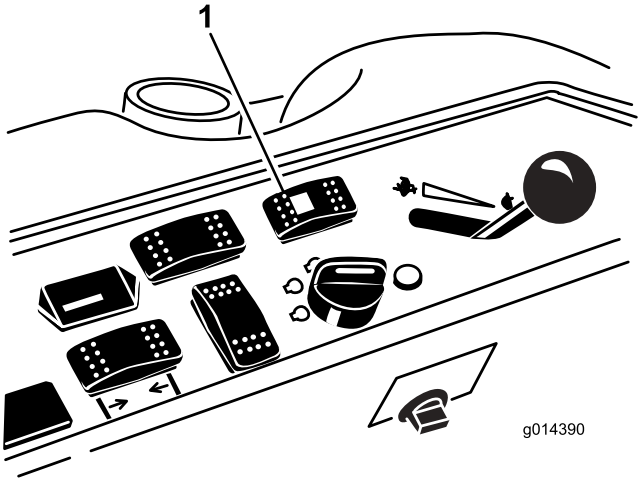

Figura 52
1. Presione el interruptor de selección de la dirección hacia atrás (dirección a cuatro ruedas) (Figura 52).